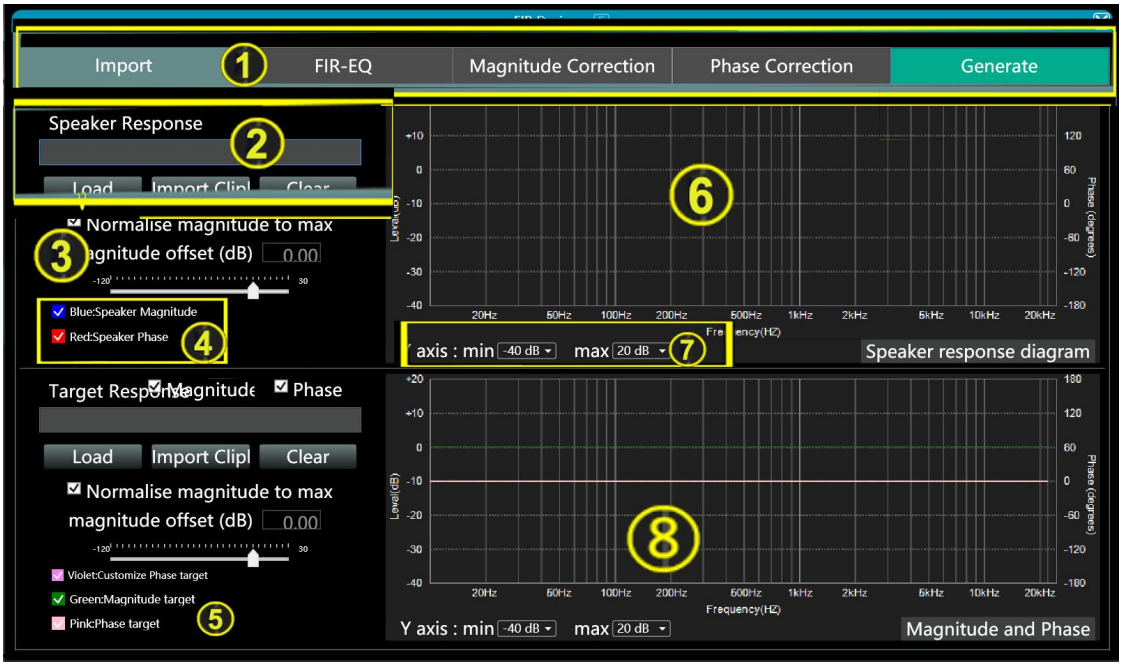

Figure 3.8
Click FIR in function bar or Designer on main interface to pop up the Designer interface as below Figure 3.8.
The following is an introduction of Designer Interface by ①②③③⑤⑥⑦⑧ based above Figure 3.8:
① Designer Function Bar
② You can load the curve file of the speaker, or cut and import the curve from the measurement software. Clearing refers to clearing the current interface and the loaded FIR curve.
③ Uncheck the average amplitude value to adjust the gain average of the FIR curve to 0dB or other amplitudes.
④ Blue indicates the amplitude of the speaker, and red indicates the phase curve of the speaker.
⑤ Green indicates amplitude adjustment amplitude, and pink indicates phase adjustment amplitude.
⑥ Display area for amplitude and phase lines of the speaker after loading or cutting.
⑦: